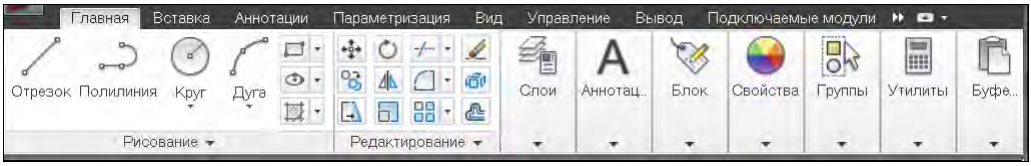
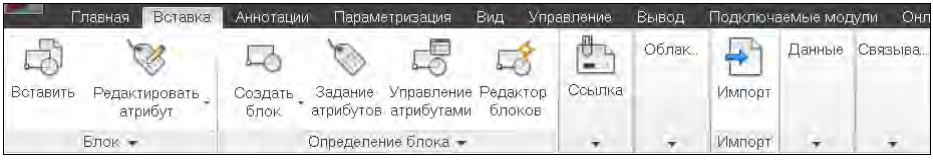

Рис. 1.16. Лента, вкладка **Главная**
Рис. 1.19. Лента, вкладка **Вставка**
Под панелью быстрого доступа находится основной элемент интерфейса — *лента*. Это современный вид меню (рис. 1.16), с вкладками и с панелями внутри вкладок.
Лента в рабочем пространстве двумерных построений имеет следующие вкладки (см. рис. 1.16): **Главная** (Home), **Вставка** (Insert), **Аннотации** (Annotate), **Параметризация** (Parametric), **Вид** (View), **Управление** (Manage), **Вывод** (Output), **Подключаемые модули** (Plug-ins), **Онлайн** (Online) (в английской версии еще доступна вкладка **Express Tools**). В рабочем пространстве трехмерных построений лента имеет уже другие вкладки (подробнее о рабочих пространствах *см. разд. 1.3.4*).
Каждая вкладка ленты состоит из панелей. На рис. 1.16 показаны панели при активной вкладке **Главная** (Home). Активизация другой вкладки выполняется щелчком левой кнопки мыши на имени нужной вкладки. На рис. 1.19—1.27 приведен вид ленты с другими активными вкладками.
- **Показать панели** (Show Panels) — подменю, в котором флажками показаны видимые панели активной вкладки ленты. Например, для вкладки **Главная** (Home) (см. рис. 1.16) в этом подменю перечислены следующие панели: **Рисование** (Draw), **Редактирование** (Modify), **Слои** (Layers), **Аннотации** (Annotation), **Блок** (Block), **Свойства** (Properties), **Группы** (Groups), **Утилиты** (Utilities), **Буфер обмена** (Clipboard);